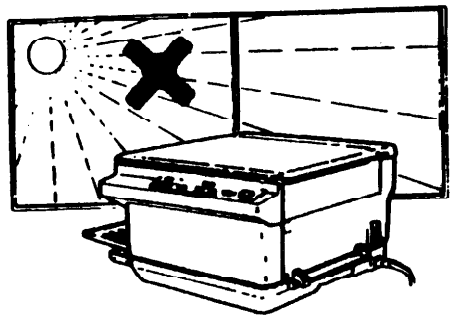

Рис. 2
1. (Рис.2): аппарат не следует устанавливать в местах, где на него будет падать прямой солнечный свет или в ярко освещенных местах возле окна.